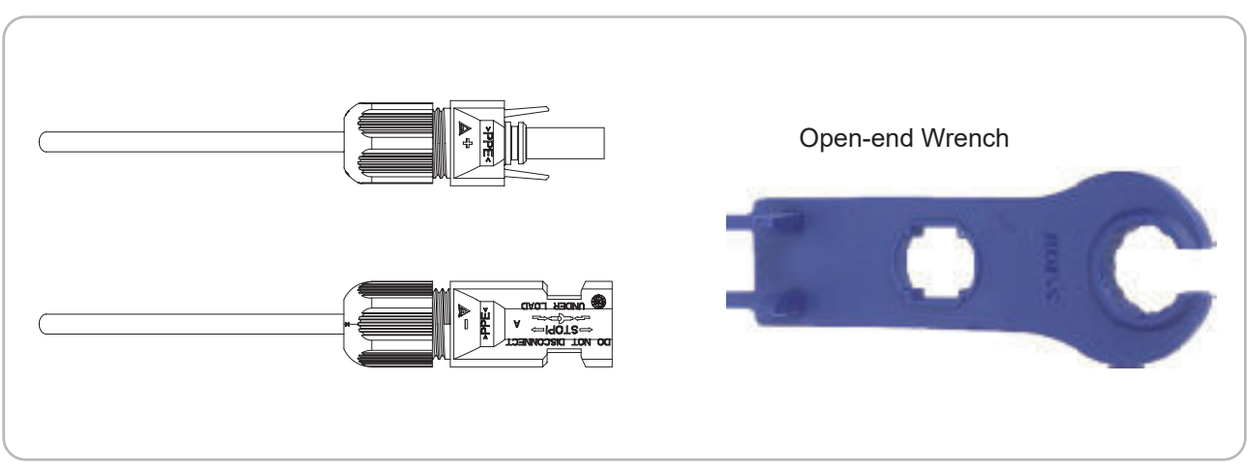

Figure 4-8
6) Use an open-end wrench to screw the nut to the end to ensure that the terminal is well sealed, as shown in Figure 4-8: